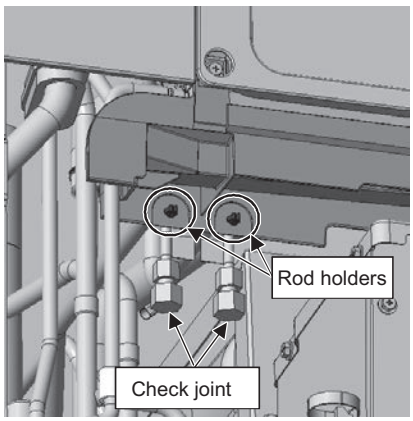

Figure 8
(2) Hold the check joints to the drain pan with two rod holders. (See Figure 8.)
(3) Make sure that the silicon tube is properly placed on the defrost pipe, and then place the drain pan cover.